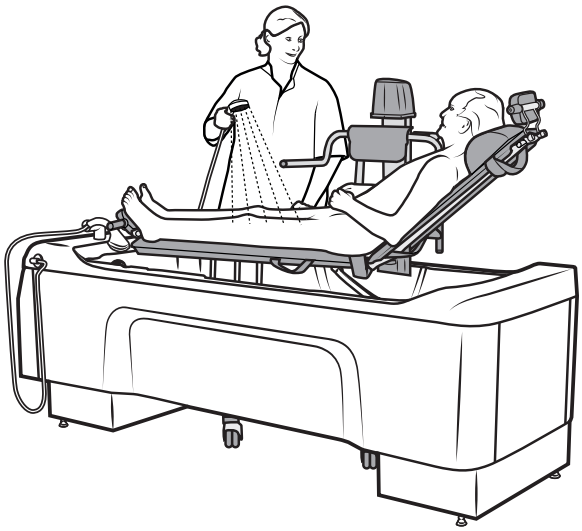

Abbildung 47
11. Duschen Sie den Patienten. Siehe Abbildung 47.